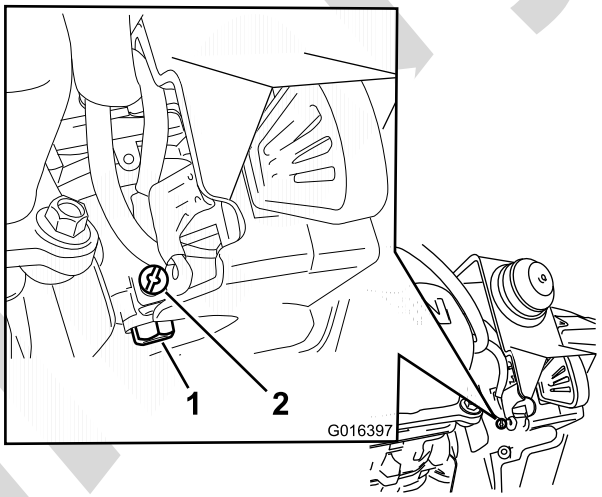

Figur 30
A. Løsn den lille skrue på siden af beholderen til karburatorbrændstof (Figur 30), indtil brændstoffet begynder at tappes fra karburatoren. Lad brændstoffet løbe over i en godkendt brændstofbeholder.